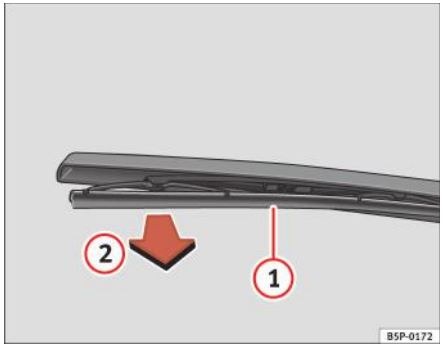

Fig. 149 Înlocuirea lamei ştergătorului lunetei
– Ridicați brațul ştergătorului de pe geam ⇒ fig. 149.
– Desprindeți lama ştergătorului (1) şi trageți (2) ⇒ fig. 149.